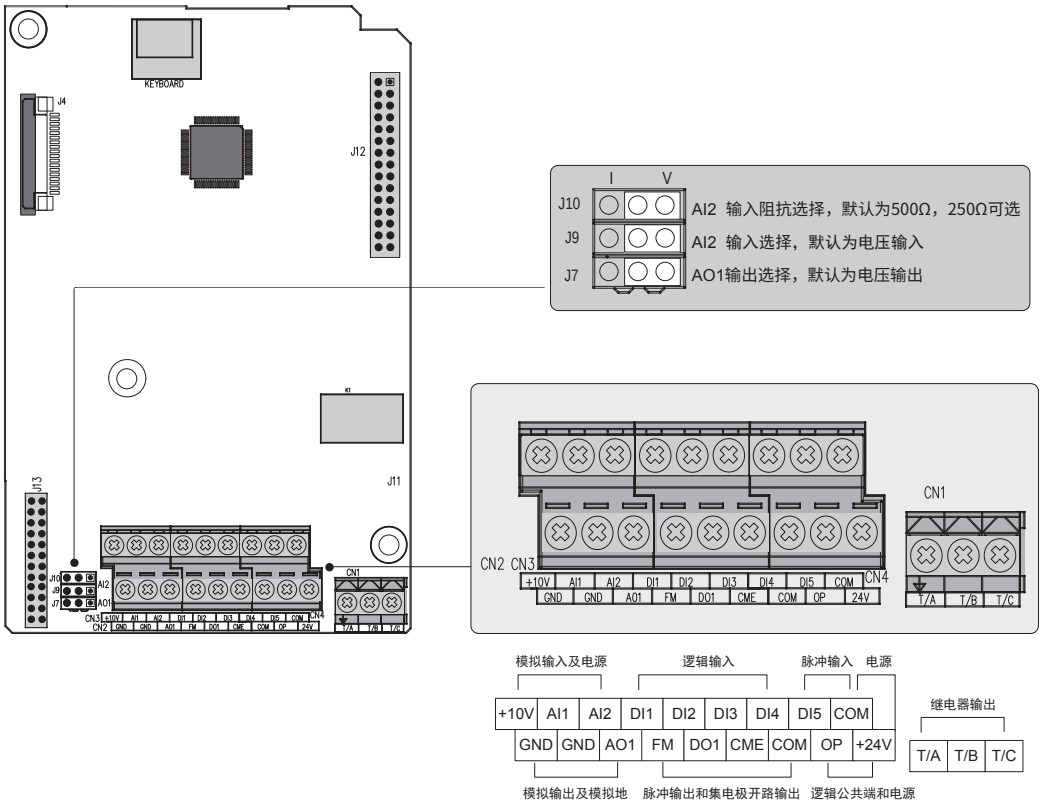

图 3-57 控制回路端子布置图
- 【注 3】跳线 J7、J9 与 J10 在控制板上的位置如图 3-57 所示。